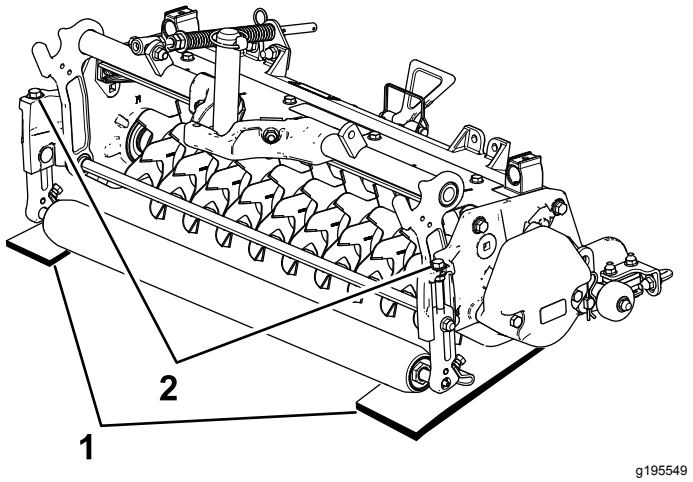

Figure 8
2. Placez 2 gabarits, correspondant à la profondeur de pénétration des lames dans le sol que vous recherchée, sous les rouleaux avant et arrière du cylindre (une à chaque extrémité du cylindre) (Figure 8).
3. Tournez le boulon de réglage sur chaque support de hauteur de coupe (Figure 8) afin que les lames touchent la surface plane à chaque extrémité.